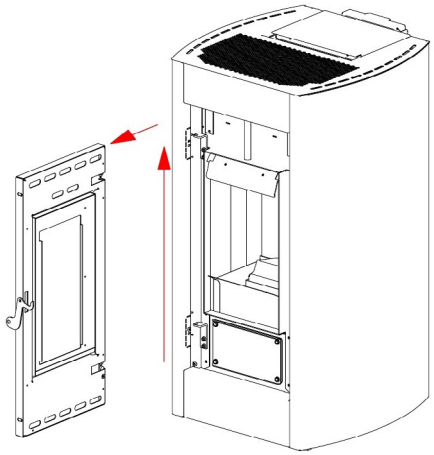

Fig. 24 - Ausbau der Tür
- Tür anheben, so dass die Stifte der Tür aus der Halterung an der Struktur gehoben werden (siehe **Fig. 24 auf S. 19**).